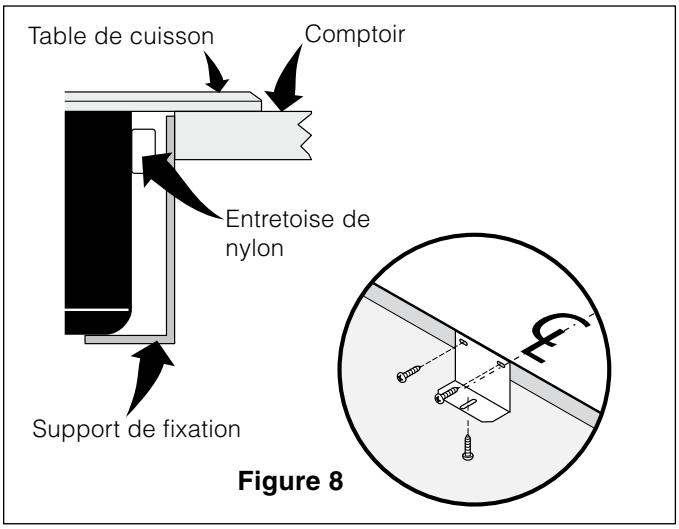

Figure 8
2. Installez les supports de fixation (voir figure 8)
Les supports de fixation DOIVENT être installés conformément aux codes locaux ou, en l'absence de codes, en conformité avec le National Electrical Code ANSI/NFPA No. 70--Dernière édition ou avec le CSA Standard C22.1 du code électrique canadien, Partie 1 (Figure 8).